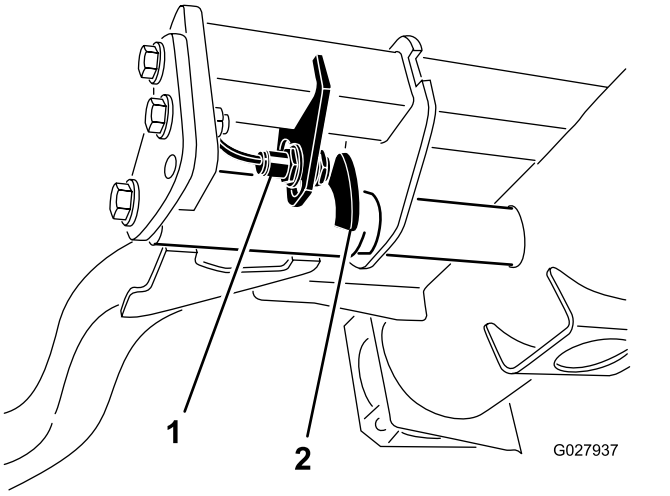

**Figur 54**
2. Løftearmsbryteren finnes under den hydrauliske tanken bak den fremre, høyre løftearmen (Figur 54).
3. Løsne bryterens festeskruer og flytt bryteren ned for å heve løftearmens vendehøyde, eller flytt bryteren opp for å senke løftearmens vendehøyde (Figur 54).